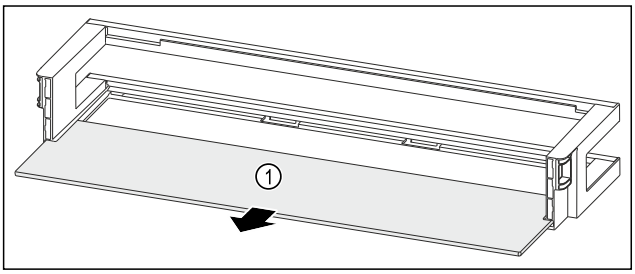

Fig. 134 Durvju plaukts ar plauktu
▶ Izņemiet plauktu *Fig. 134 (1)*.